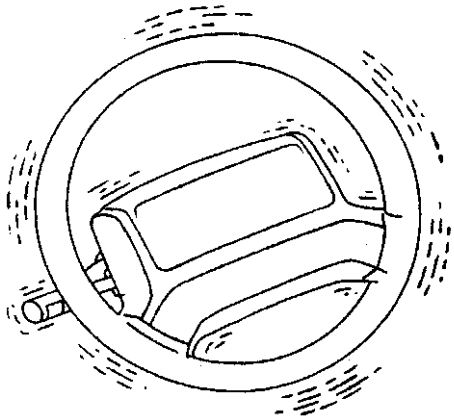

图1－6 抖动
(1) 抖动：如图1－6所示。它是一种低频振动，一般为5～20Hz。抖动有时在方向盘、座椅或控制台上有感觉。最好的说明是来自一个失圆或不平衡的轮胎上的感觉。抖动可描述为：摆振、摇摆、颤动、摆动和跳跃。